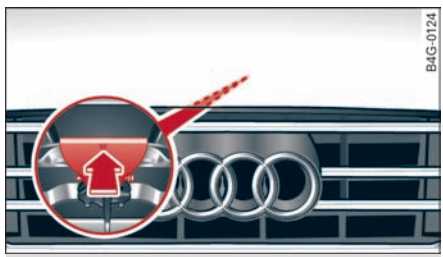

图 208 发动机舱盖下面的开关
- 将发动机舱盖下面的点动开关向上推 ⇨ *图 208*。此时锁钩会松开。